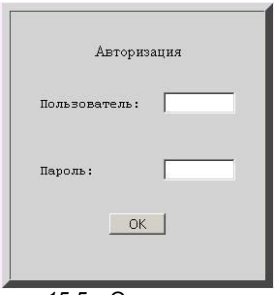

Рисунок 15.5 – Окно авторизации
13. Откроется окно авторизации рисунок 15.5